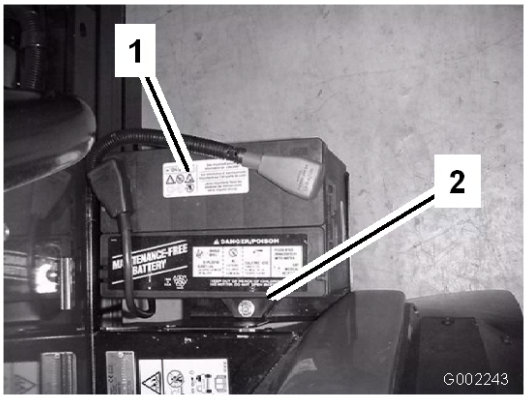

Figur 46
2. Ta bort batterihållaren och fästelementen (Figur 46).
3. Montera batterihållaren och fäst den med fästelementen som du tog bort tidigare (Figur 46).